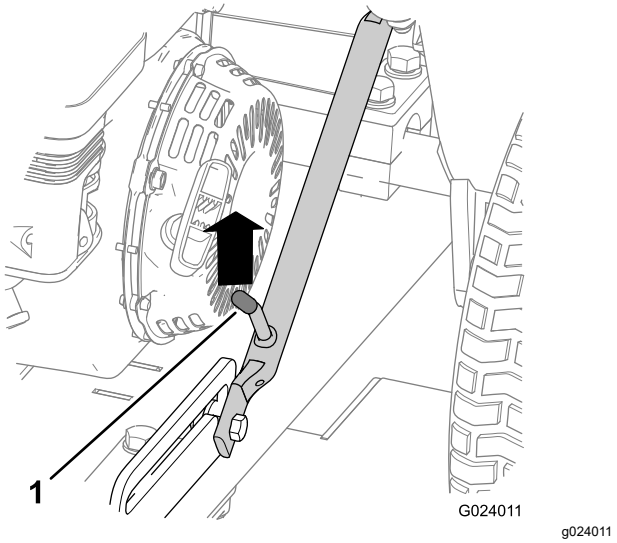

Figur 7
4. Skub op på bugsertræksamlingen, indtil låsegrebet kommer fri af låsen i slæden (Figur 7).